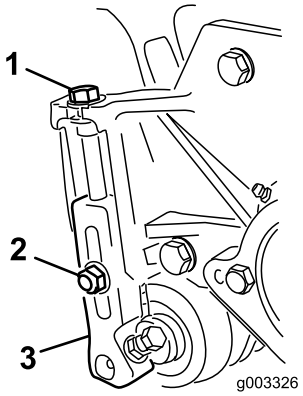

Figur 15
1. Lossa de låsmuttrar som fäster klipphöjdsfästena till klippenhetens sidoplåtar (Figur 15).